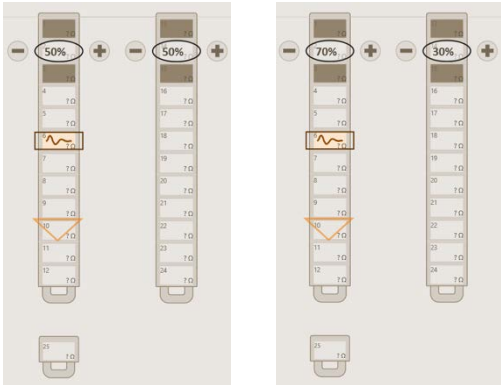

Figure 7.3: Current steering: 50:50 (%) on the left and 70:30 (%) on the right.
1. Select 2 to 4 stimulation electrodes. The stimulation electrodes will now be displayed with a % value and a '-' icon on the left and '+' icon on the right (see Figure 7.3).